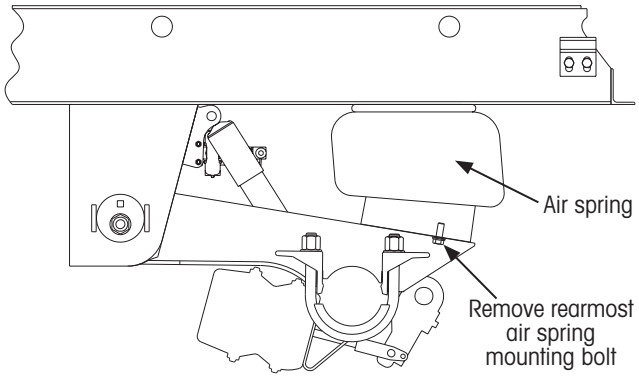

Figure 69: Preparing for rear beam extension installation
2. **Remove and discard** the rearmost air spring mounting bolt (Figure 69) from both rear suspension beams.